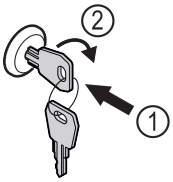

Fig. 46 Representación a modo de ejemplo
▶ Introducir la llave *Fig. 46 (1)*.
▶ Girar la llave 90° en sentido horario *Fig. 46 (2)*.